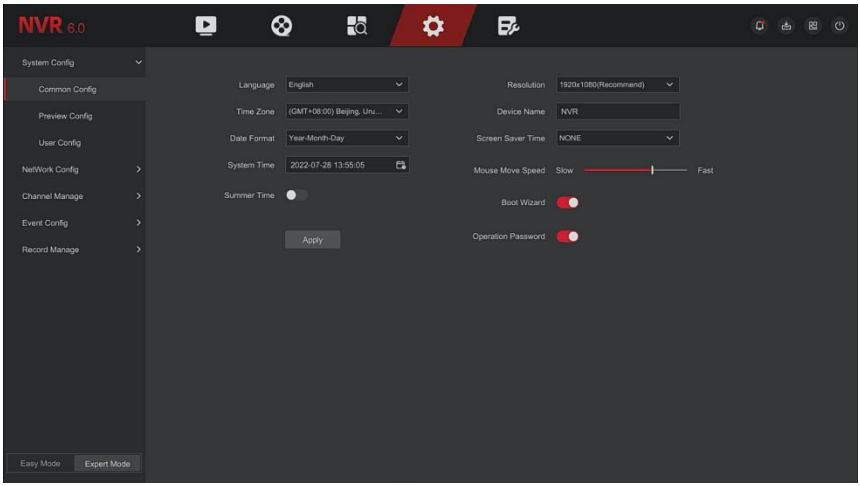

Figure 5-57
Step 1: In the main menu, click "Config → Expert Mode → System Config → Common Config" to enter common config interface, as shown in Figure 5-57 below.